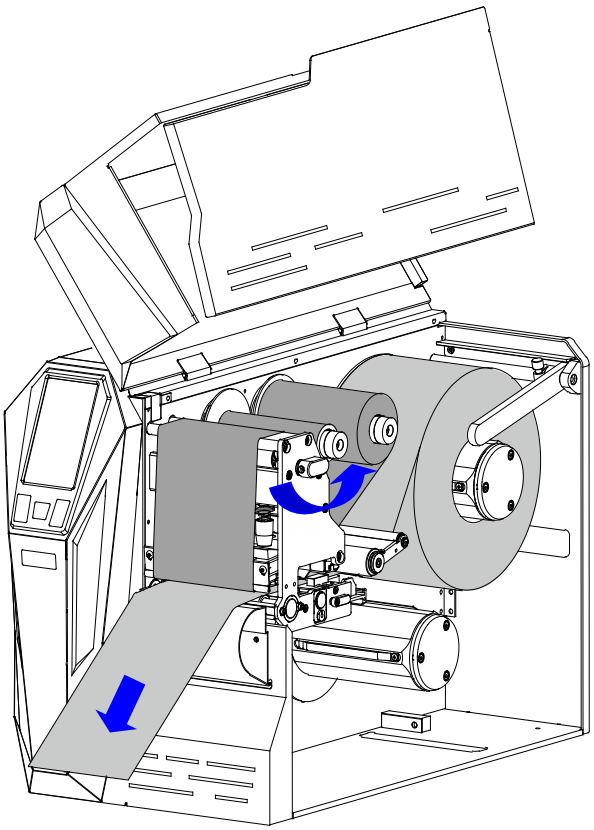

Figure 2-36 Extend the Label
7. Turn the Printhead Handle counter clockwise to open the Printhead, and extend approximately 400 mm long media out of the printer, as shown in Figure 2-36.
8. On the "Specify Printer Name" screen, enter a name for the printer, as shown in Figure 2-36, then click "Next" to complete the driver installation.